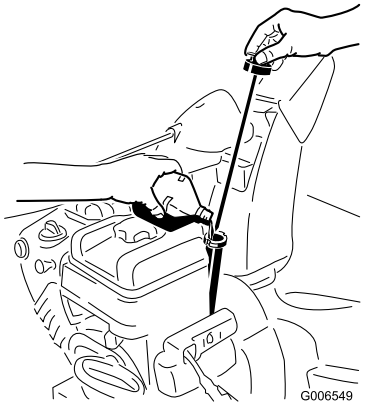

Figur 40
2. Fjern målepinden, og kontroller oliestanden (Figur 40). Hvis oliestanden er under mærket Add (fyld på), skal du påfylde olie. Se afsnittet Påfyldning af olie på motoren.